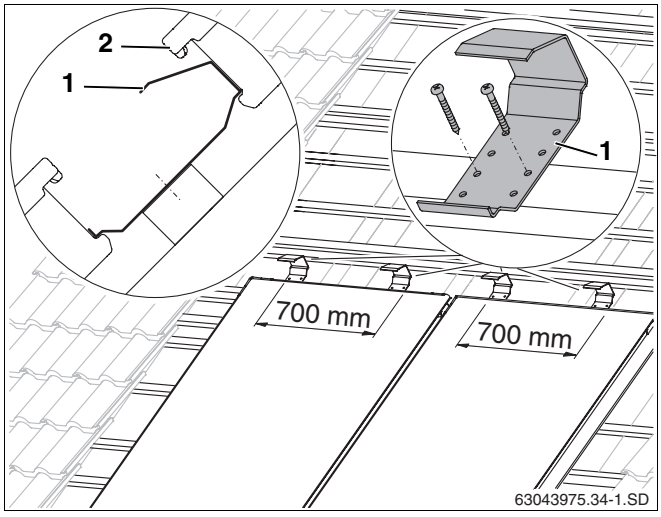

Abb. 30 Abrutschsicherungen für die zweite Kollektorreihe
- Zwei Abrutschsicherungen (Abb. 30, **Pos. 1**) je Kollektor mittig (700 mm auseinander) über den unteren Kollektor auf die vierte zusätzliche Latte der unteren Reihe legen und mit je zwei Schrauben 4×40 befestigen.
- Kollektor der oberen Reihe (Abb. 30, **Pos. 2**) gegen die Abrutschsicherungen gleiten lassen und mit der unteren Reihe ausrichten.